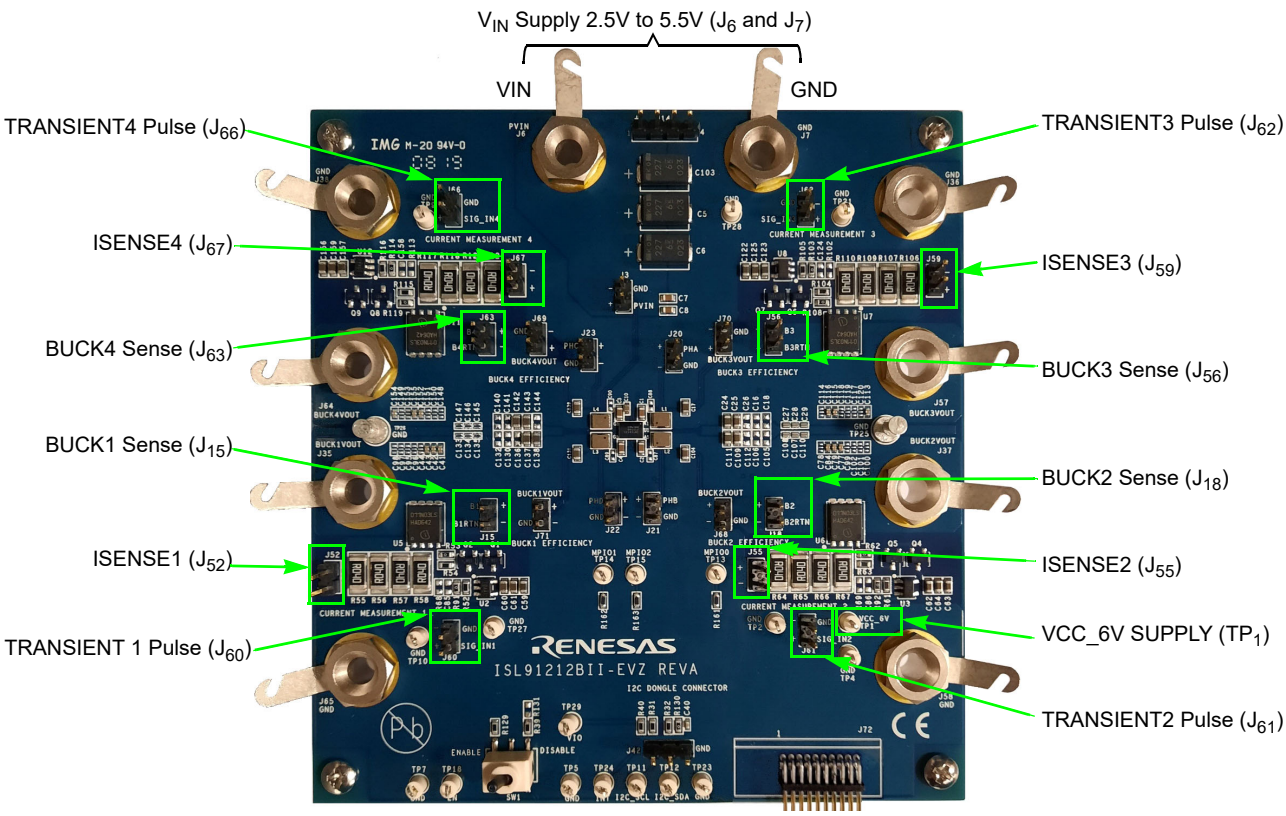

Figure 14. ISL91212BEVAL1Z Load Transient Measurement Connections
6. Set the oscilloscope to measure the rise and fall times and the maximum level of the load current. Slowly increase the signal generator amplitude and slew rate until the required load profile is achieved. For detailed setup information, see Figure 14.